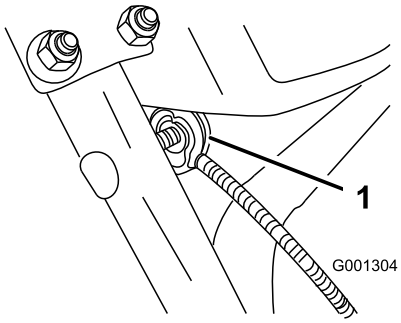

Rysunek 7
3. Wyjmij nakrętkę i podkładkę z uchwytu, przymocuj do niego zacisk linki, załóż podkładkę i nakrętkę, po czym dokręć ją ręcznie (Rysunek 7).